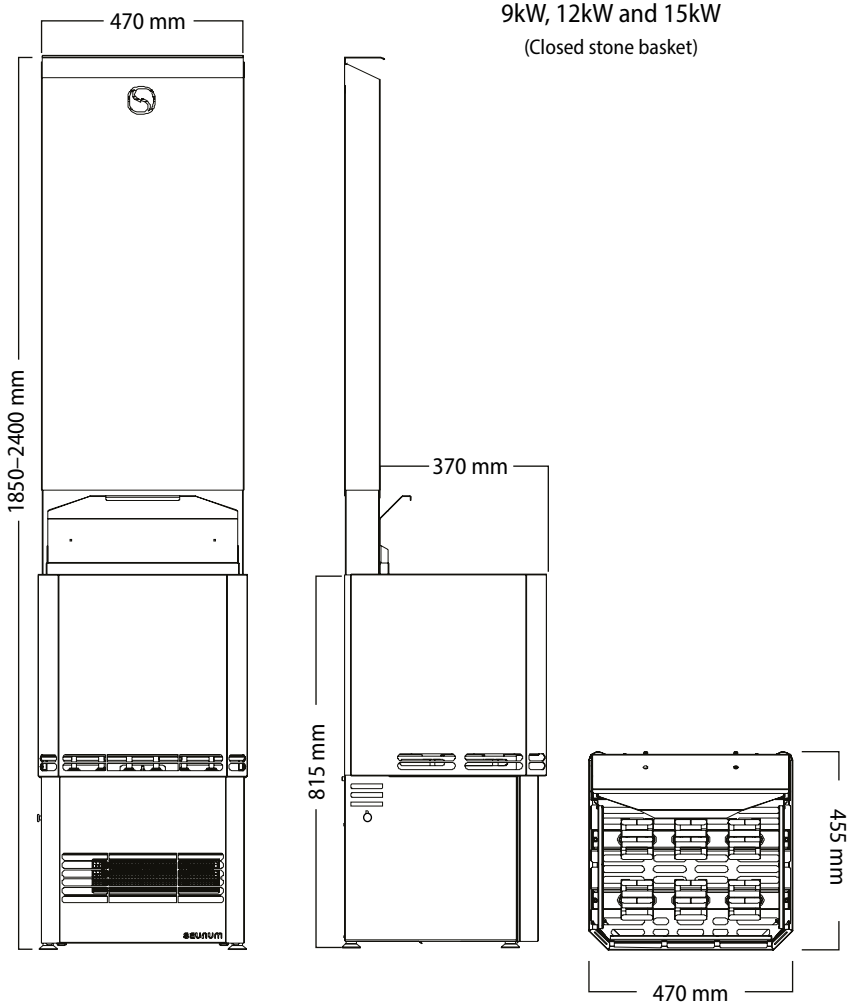

Figures 1
- The dimensions of the device are shown in **Figures 1 (see pages 12-13)**.